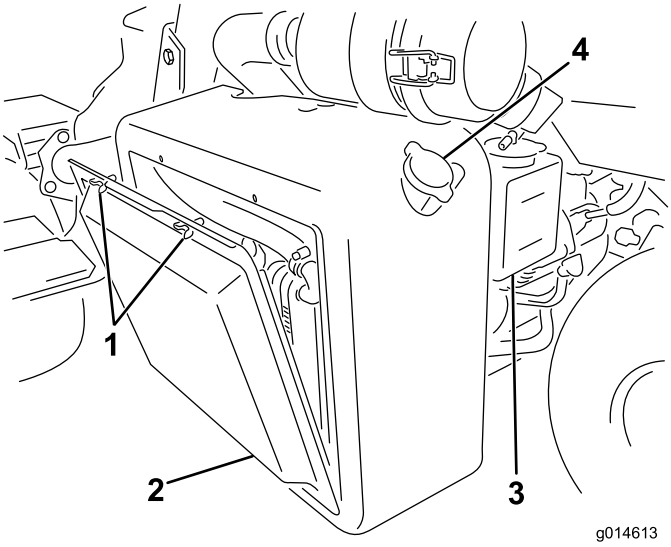

Figur 50
1. Ta av radiatorskjermen (Figur 50).